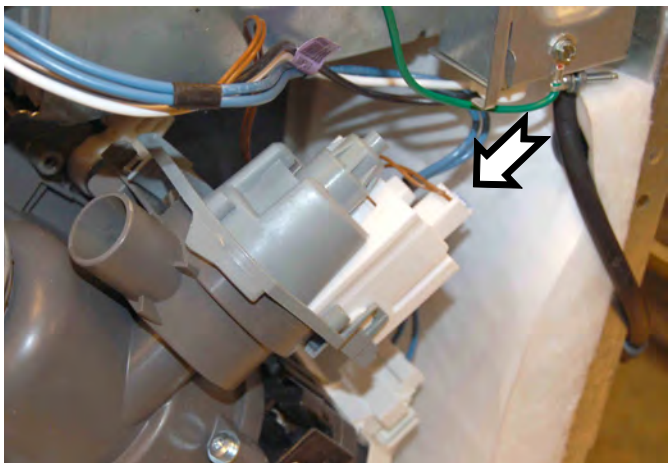

Figure 1
2. Unplug the wire harness connected to the drain pump, (see Figure 1).